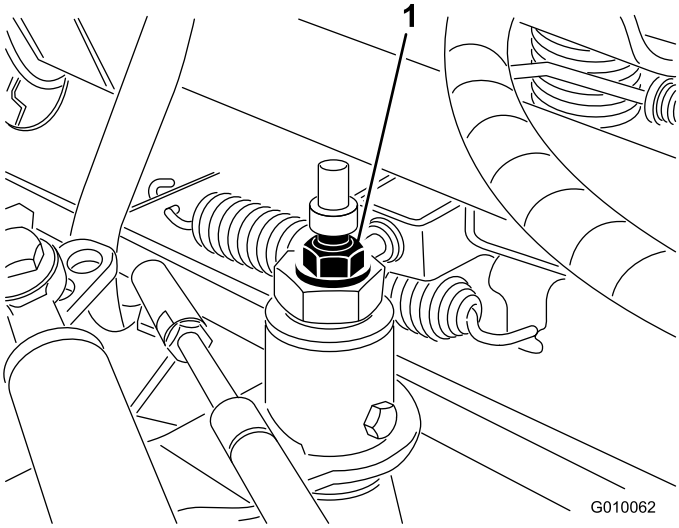

Figur 53
3. Løsn låsemøtrikken på traktionsjusteringsknasten (Figur 53).